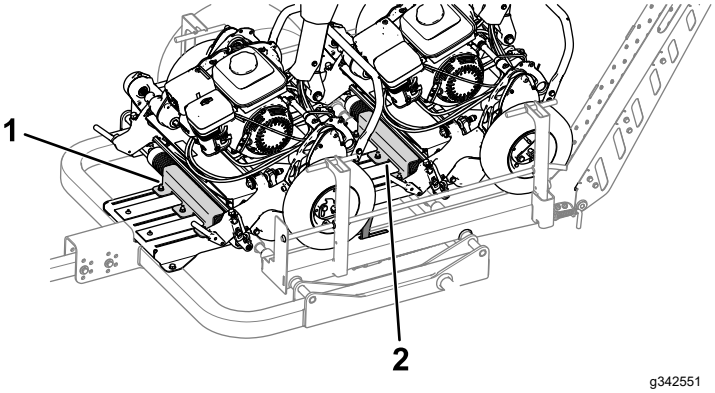

Figuur 31
B. Schuif de achterste rolbeugel (Figuur 31) naar achteren tot deze de voorrol van de achterste machine raakt.
E. Schuif de voorste rolbeugel (Figuur 31) naar achteren tot deze de voorrol van de voorste machine raakt.